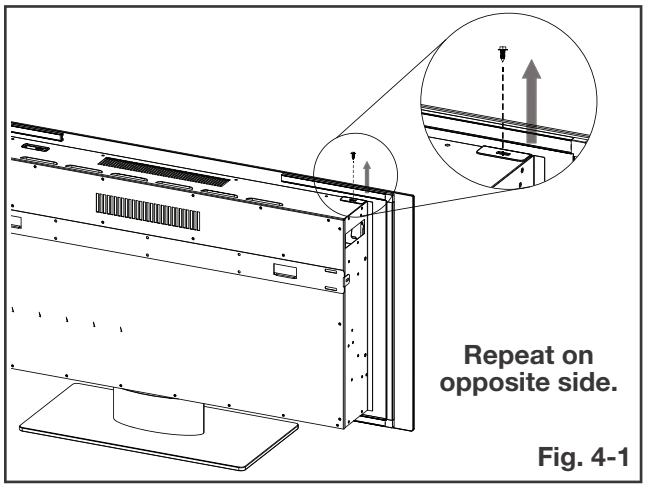

Fig. 4-1
B. With one hand on the front surround to prevent it from falling, remove the two screws (1 per side) from the top of the appliance **(Fig. 4-1)**. Set the screws aside.